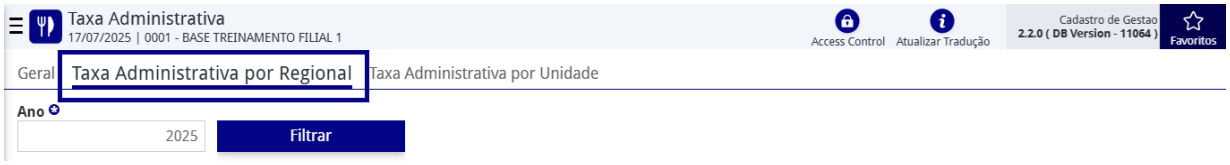
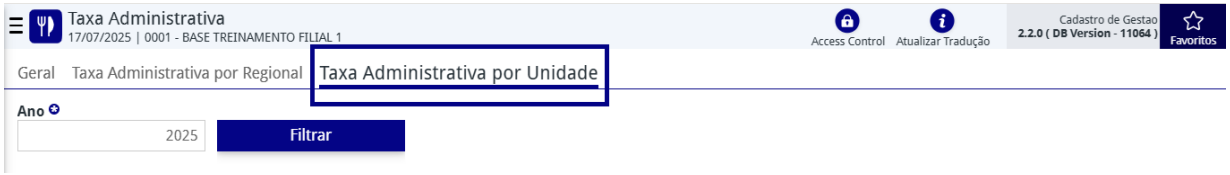

Figura 62: Taxa Administrativa por Regional
Figura 63: Taxa Administrativa por Unidade
1. Selecione a aba referente à configuração que será aplicada: **Taxa administrativa por Regional** (Figura 62) ou **Taxa Administrativa por Unidade** (Figura 63).